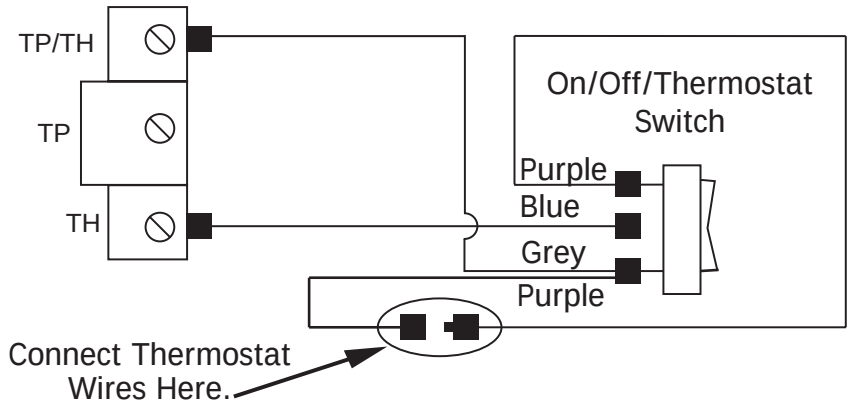

Figure 52: Burner Switch Wiring Diagram
This fireplace comes from the manufacture with an on/off switch mounted to the control panel (see Figure 4). Access is limited to the switch once unit is hot. Disconnect the connection behind the switch in the control panel and tap into the two (2) terminals (see Figure 52).